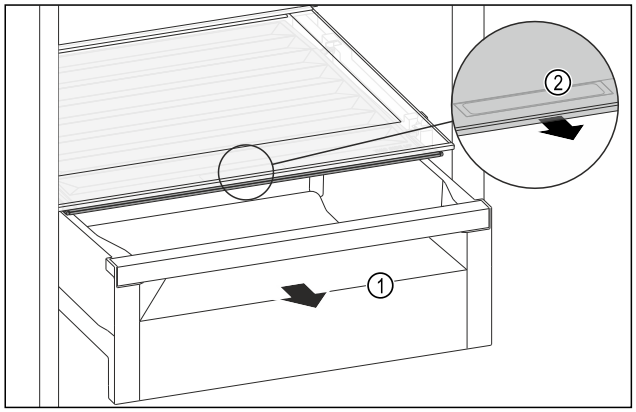

Fig. 156
▶ Extraer el compartimento *Fig. 156 (1)*.
▶ Agarrar el tirador empotrado *Fig. 156 (2)* en la tapa del compartimento y tirar de la tapa del compartimento hacia delante al mismo tiempo.